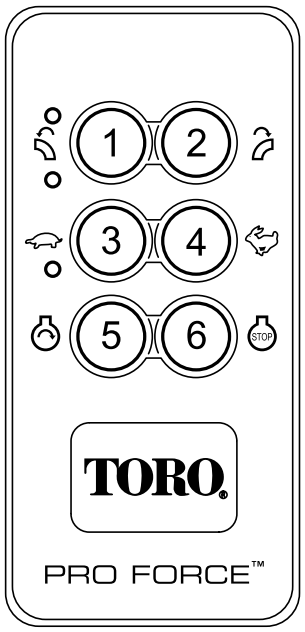

Figur 14
4. Motoren starter kun når du trykker på Start-knappen og funksjonen Motorstartaktivering er på. Motorstartaktivering aktiveres kun når du følger trinnene for motorstartaktivering (Figur 14).